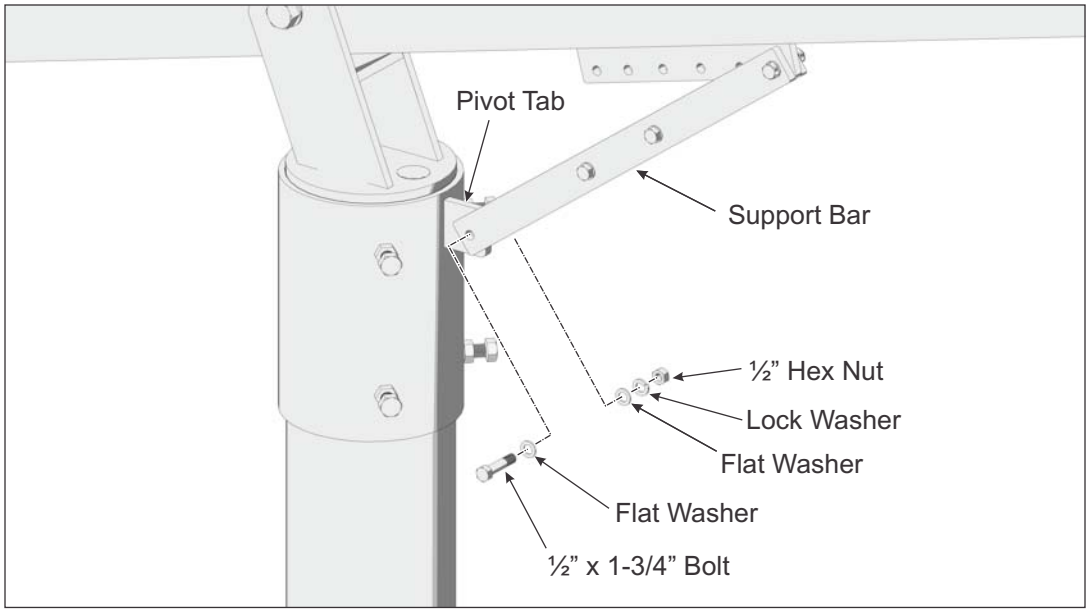

Figure 2-3: Securing Support Bar to Mounting Sleeve
F. Pivot the Strongback and the Support Bar to align the mounting holes of the Support Bar with its Pivot Tab on the Mounting Sleeve. Slide the Support Bar over the Pivot Tab. Insert the 1/2" x 1-3/4" bolt and one flat washer thru the Support Bar and Mounting Tab and secure it with the remaining flat washer, lock washer and hex nut. **Torque hardware on both ends of Support Bar at 72-80 ft.-lbs.** (See Figure 2-3)